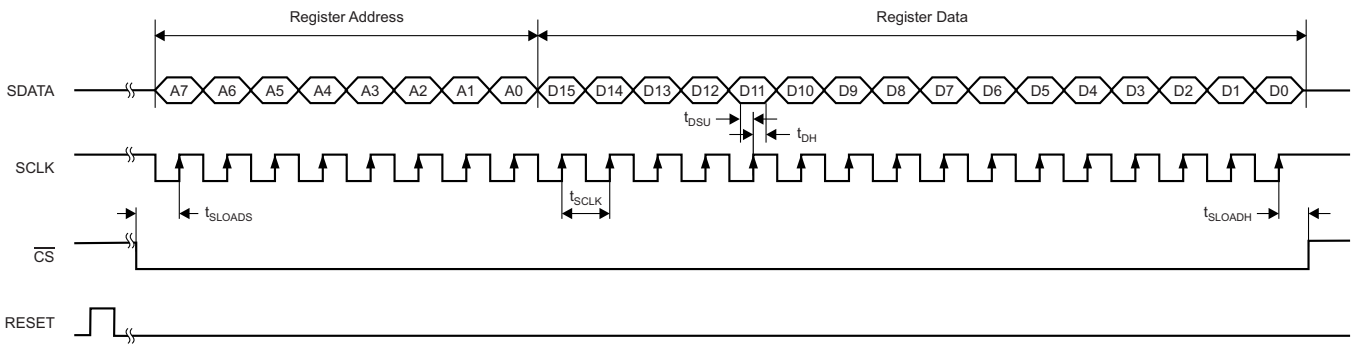

**Figure 43. Serial Interface Timing Diagram**
1. Either through a hardware reset by applying a high pulse on the RESET pin (of widths greater than 10 ns), as shown in Figure 43; or
**Table 5. Timing Characteristics for Figure 43(1)**